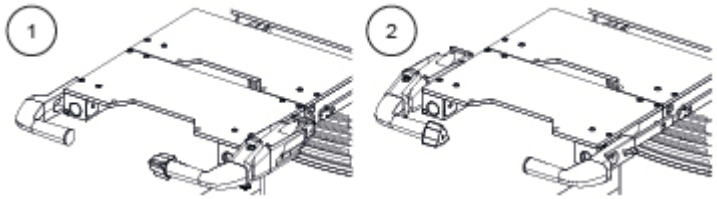

Figura 6-4. Orientações da transferência motorizada
1. A pega de transferência motorizada é inserida no lado direito (1) ou esquerdo (2) da mesa cirúrgica nas calhas de acessórios ou nas calhas de extensão. Consulte a *Figura 6-4*.